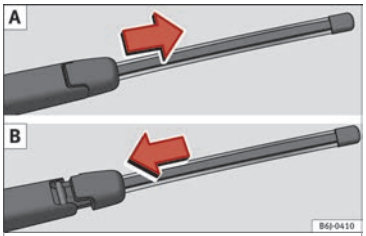

Fig. 76 Removing and fitting the rear window wiper blade.
- Slide the blade adapter in the direction of the arrow and remove the blade ››› Fig. 76 **A**.
- Place the blade as shown in ››› Fig. 76 **B** and slide the adapter along until it engages.